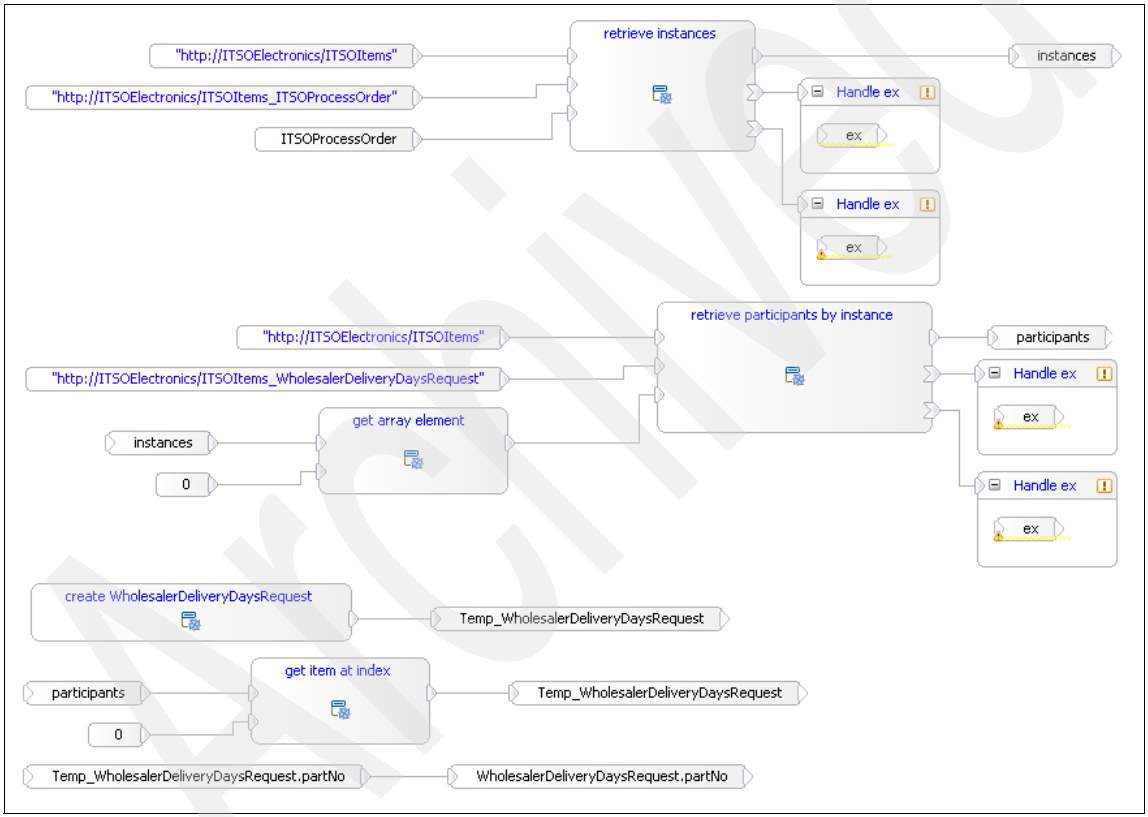

Figure C-21 The custom visual snippet incorporating the relationship API
6. When the Visual Snippet Editor opens, create the visual snippet shown in Figure C-21. Further details about how to build this snippet are provided in the sections that follow.
> **Note:** Your panel may not look exactly like the one shown in Figure C-21, but much wider. This example was retouched by shortening the length of the wires and moving some of the components. This is done purely to allow it to fit on the page. All the components are as shown, and all the wires are linked to the correct terminals.